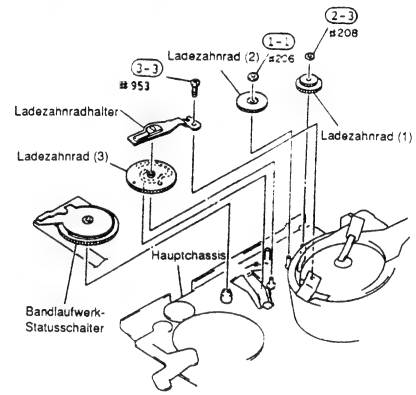
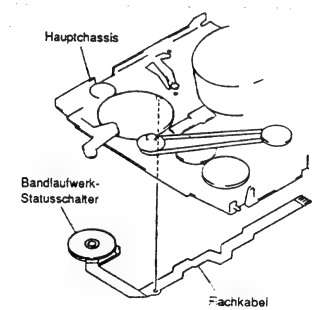

Abb. 2-66
Abb. 2-67
1) Eine (1) Scheibe entfernen, mit welcher das Ladezahnrad (2) befestigt ist (siehe Abb. 2-66).
2) Das Ladezahnrad (2) aus dem Hauptchassis herausziehen.
(2) Ladezahnrad (1)
3) Eine (1) Scheibe entfernen, mit welcher das Ladezahnrad (1) befestigt ist (siehe Abb. 2-66).
4) Das Ladezahnrad (1) aus dem Hauptchassis herausziehen.
2) Eine (1) Befestigungsschraube des Ladezahnradhalters entfernen (siehe Abb. 2-66).
3) Das Ladezahnrad (3) und den Bandlaufwerk-Statusschalter aus dem Hauptchassis herausziehen.
4) Das Flachkabel des Bandlaufwerk-Statusschalters aus dem Hauptchassis herausziehen (siehe Abb. 2-67).